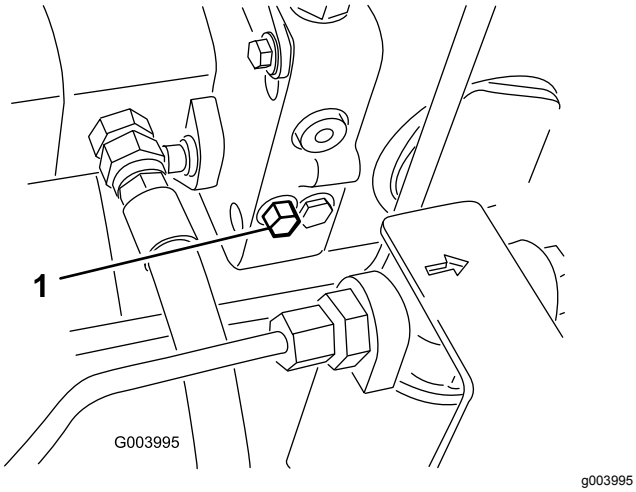

Figuur 55
1. Draai de bout van de omloopklep 1-1/2 slag om deze te openen en de olie inwendig om te laten leiden (Figuur 55).